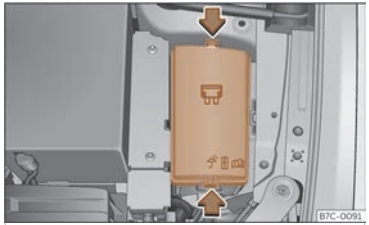

Abb. 196 Im Motorraum: Abdeckung des Sicherungskastens.
- Verriegelungstasten drücken, um die Abdeckung des Sicherungskastens ››› **(Abb. 196)** zu entriegeln.